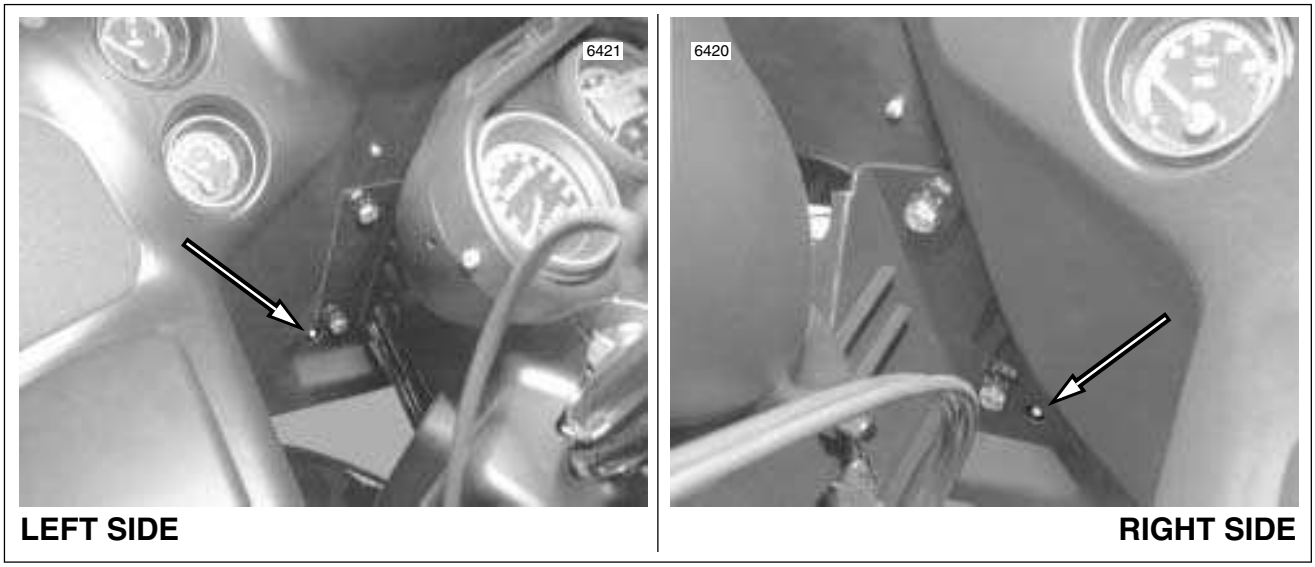

Figure 8-31. Roatate Hex Adjusters to Adjust Headlamp (FLTR)
10. Locate the hex adjusters near the bottom edge of the inner fairing. See Figure 8-31. Turning the adjusters causes the double headlamp housing to pivot around its upper mount.